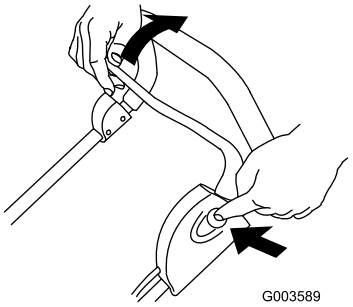

Figuur 16
4. Terwijl u de knop ingedrukt houdt, drukt u de bedieningsstang tegen de handgreep (Figuur 16).